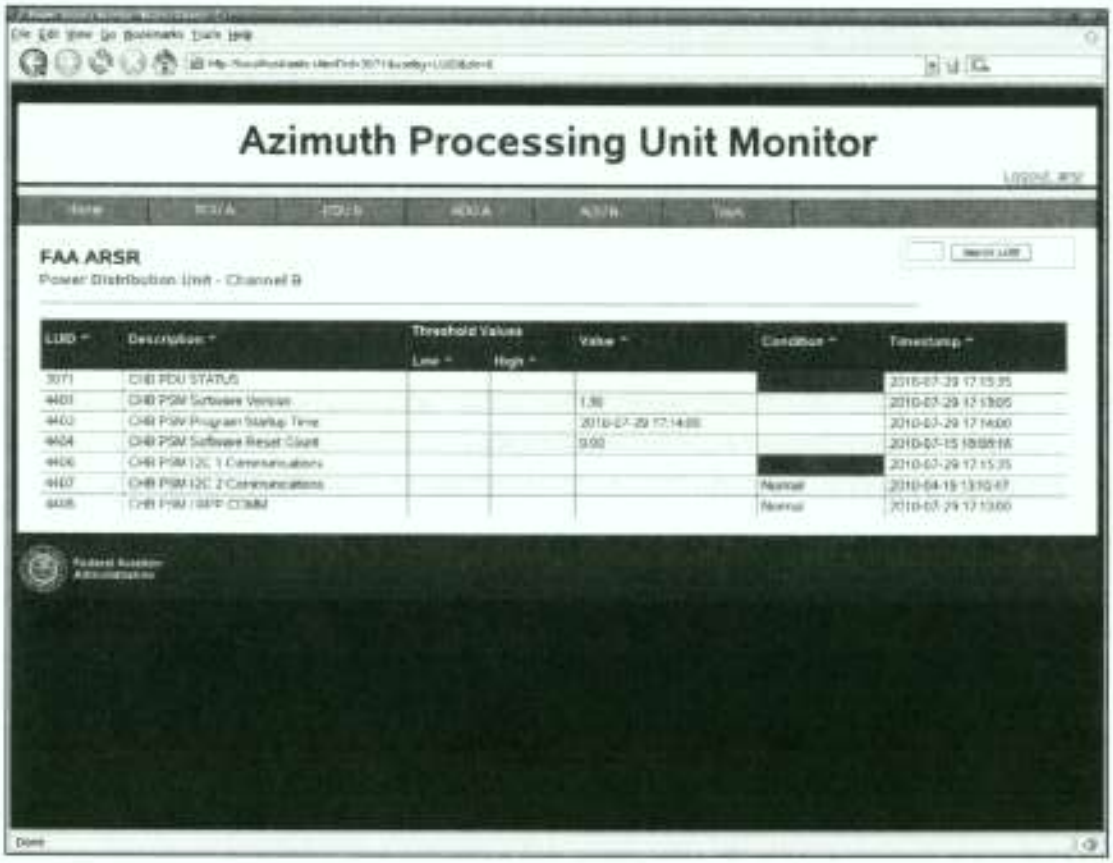

Figure 5 – PDU B Status with 4406 Condition "Fault"
6. Refresh the PDU B status screen and confirm that LUID 4406 condition reads "**Fault**", refer to figure 5.